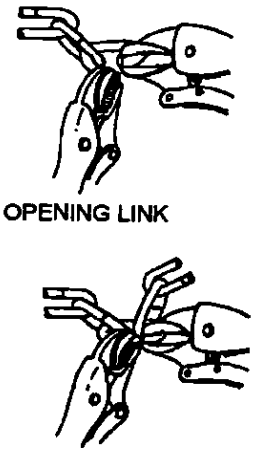

FIGURE 6
- Twist open one of the chain end links. See Figure 6.